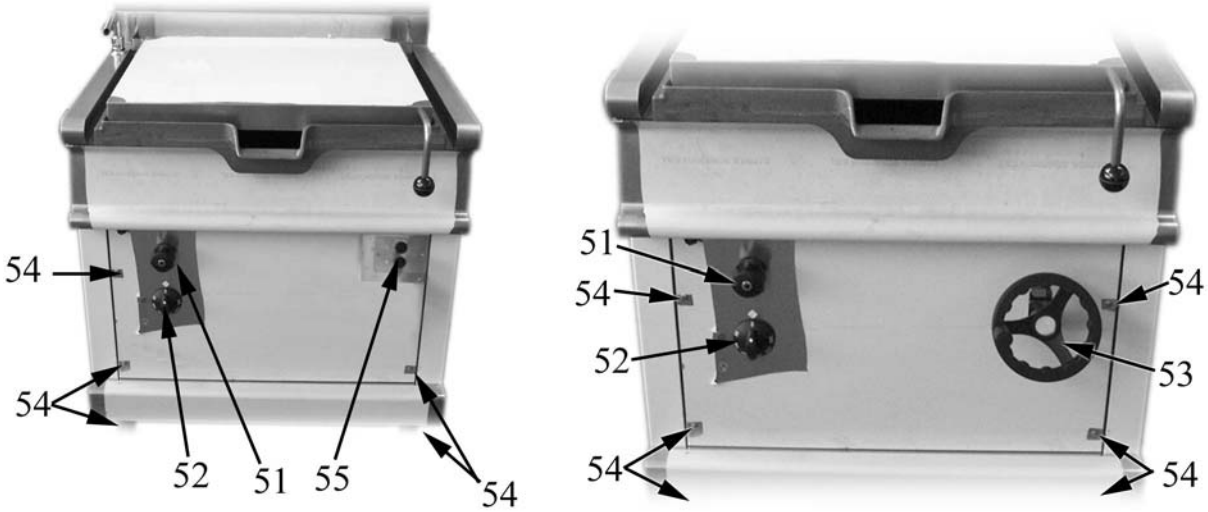

Fig. 5
- take out the knob (item 52 in Fig. 5);
- take out the water tap knob (item 51 in Fig. 5);
- remove the pan tilting handwheel (item 53 in Fig. 5) (MANUAL TILT VERSION);
- unscrew the screws (item 55 in Fig. 5) that fix the push-buttons to the front panel (ELECTRIC TILT VERSION);
- unscrew the screws shown as item 54 in Fig. 5;